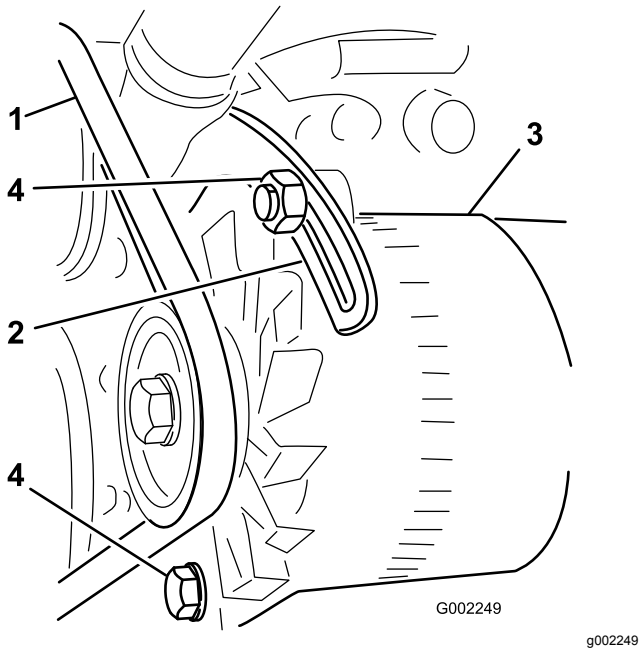

Рисунок 88
3. Ослабьте болты крепления скобы к двигателю и болт крепления генератора к скобе (Рисунок 88).